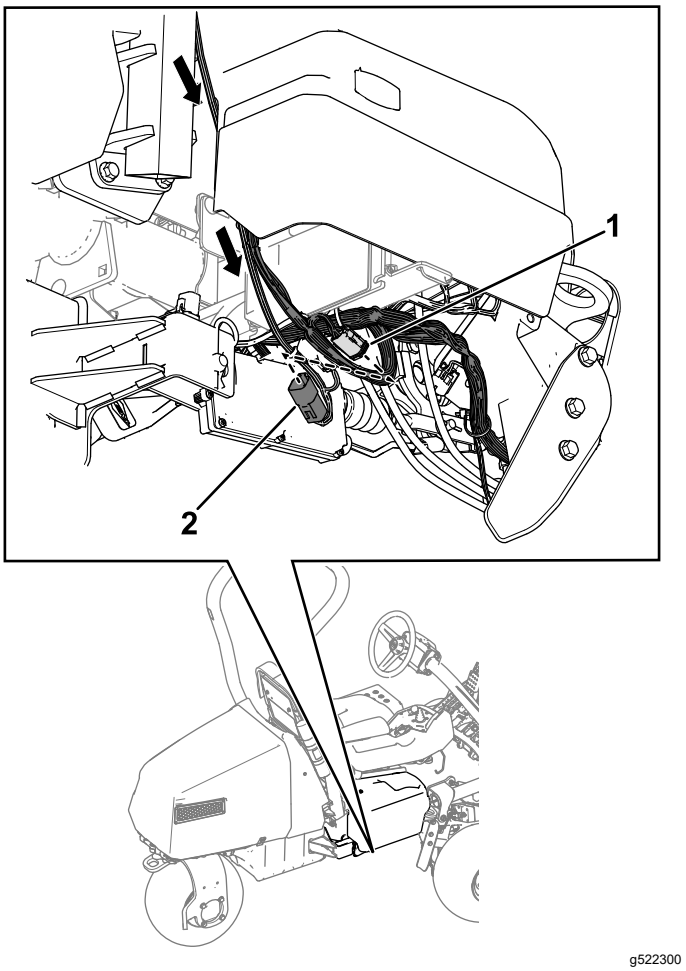

Figur 14
4. Dra kablaget neråt längs störtbågen och anslut kablagets kontakt märkt P01 till kontakten på maskinens kablage märkt P71 (Figur 14).